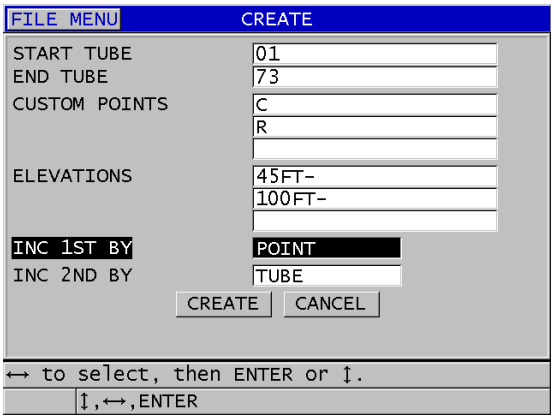

Rysunek 11-13 Konfigurowanie zakresu identyfikatorów dla plików danych typu kocioł
3. Na drugiej stronie ekranu **CREATE** (Utwórz) (patrz Rysunek 11-13 na stronie 213):